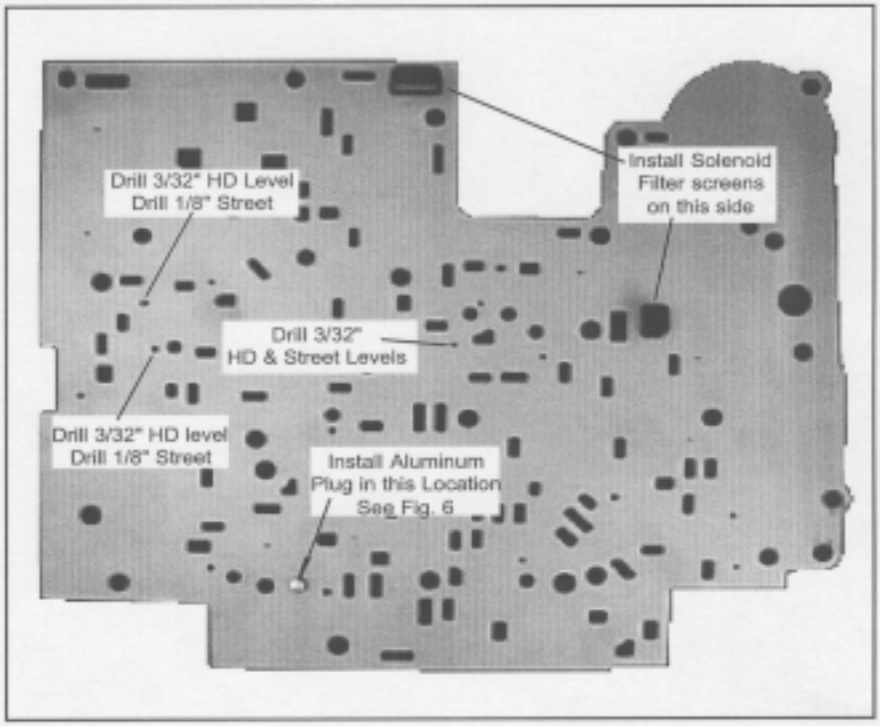
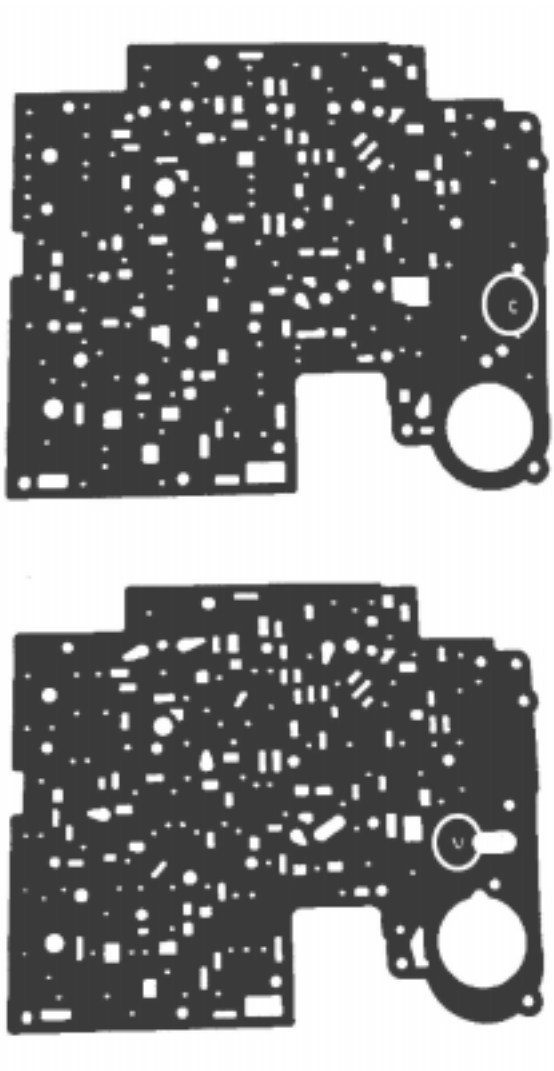

Figure 5. Separator Plate
Figure 11. Separator Plate Gaskets
STEP 8. Carefully remove the snap-in solenoid oil filters from the separator plate. Using the supplied drills, enlarge the holes in your separator plate as shown in (Fig. 5). Before drilling, mark the hole locations and drill size on the separator plate and double check them
STEP 11. Snap new solenoid filters into separator plate (See Fig. 5). Make sure filters are on the correct side of separator plate, Place each new separator plate gasket on the separator plate and check to make sure no holes in the separator plate are covered by the gasket. Use petroleum jelly to stick gaskets to separator plate during installation. The gasket with the 'C' cut in it goes next to the case and the gasket with the 'V' cut in it goes next to the valve body (See Fig. 11). If your gaskets become damaged anytime during the installation of the kit, replace them. If you can-not obtain B&M replacement gaskets then purchase OEM gaskets for your specific year and model vehicle.